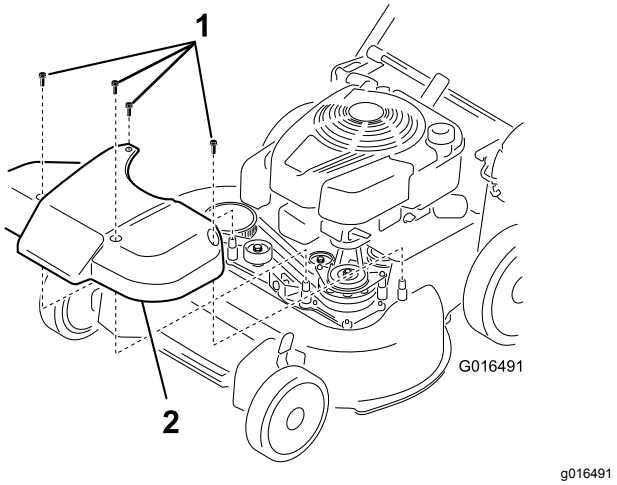

Figur 38
1. Fjern skæreknivenes drivsystemdæksel (Figur 38).